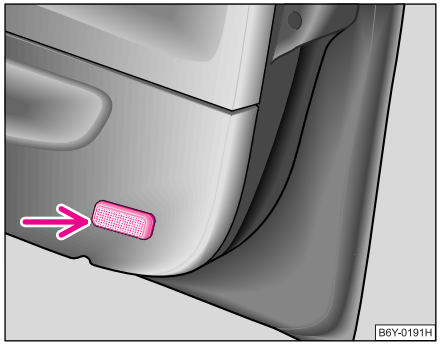

Fig. 174 Demontarea lămpii de avertizare din uşa din față
– Introduceți un cuțit sau o şurubelniță lateral între lampă şi capitonaj ⇒ fig. 174. Ridicați cu atenție lampa.